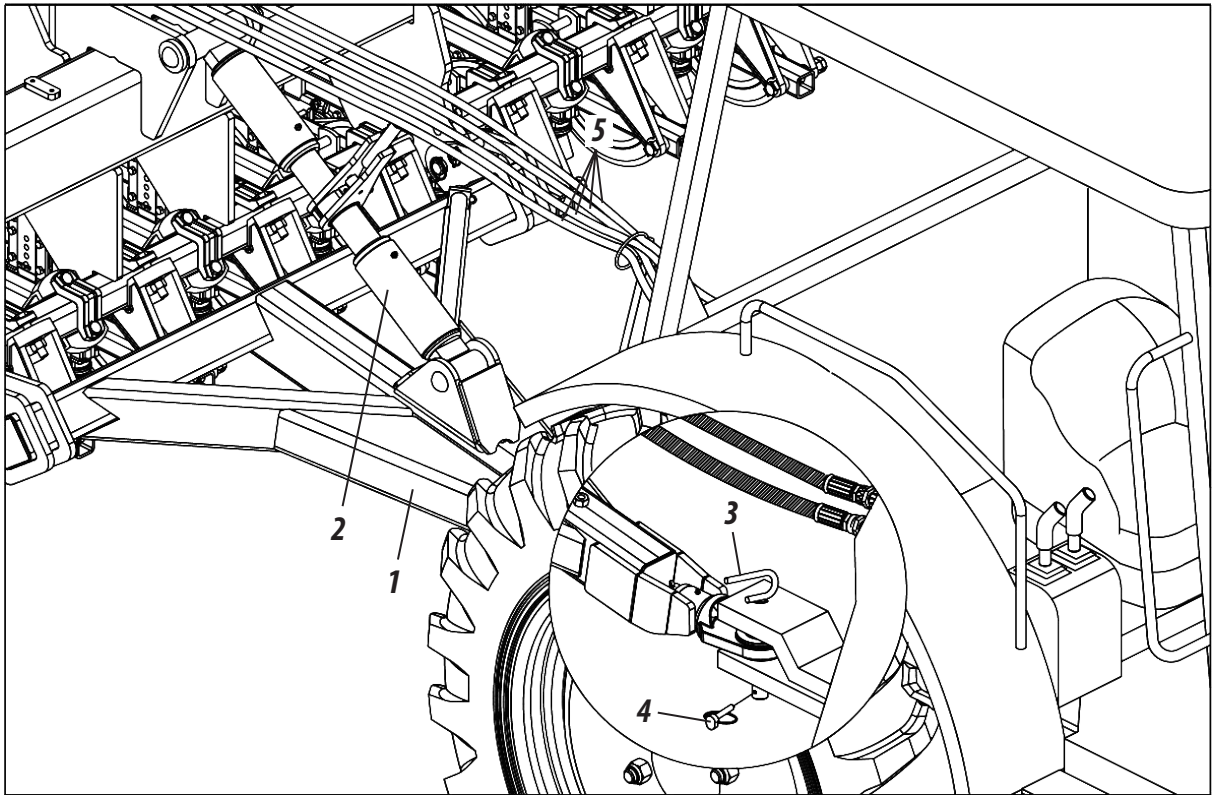

Figura 17
ENGATE AO TRATOR (FIGURA 17)
4- Depois, acople o restante das mangueiras (5) no engate rápido do trator, **conforme mostra a figura 17.**